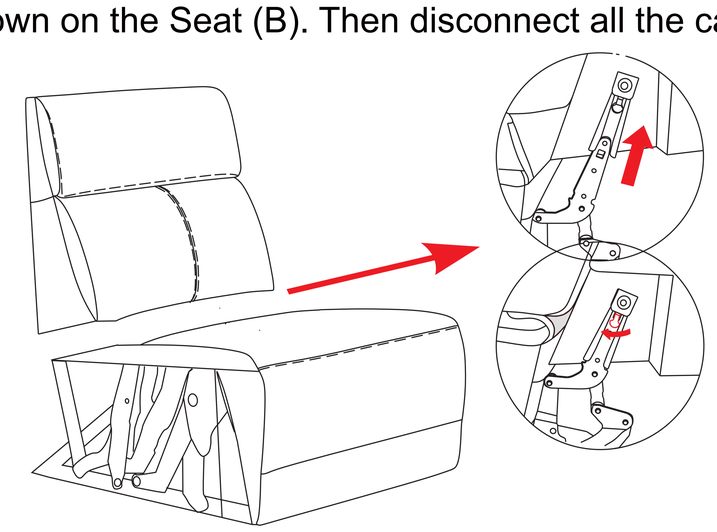

Figure 9
then lift Back (A) up and lay it face down on the Seat (B). Then disconnect all the cables. (See Figure 9.)